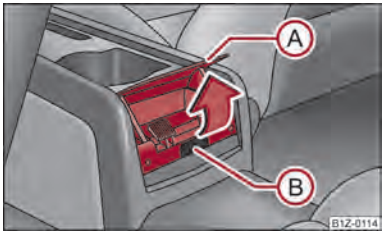

Fig. 71 Low centre console: Rear ashtray
– Grasp the ashtray cover at the lower edge Ⓐ and fold it open in the direction of arrow ⇒ fig. 71.